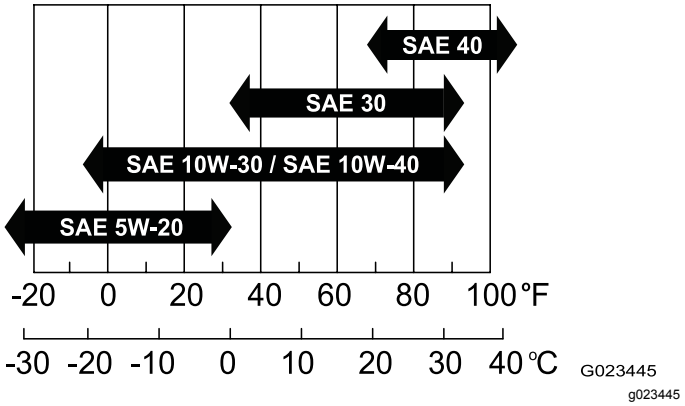

**Figur 13**
- **Viskositet:** SAE 30; se følgende diagram for andre viskositeter (Figur 13):